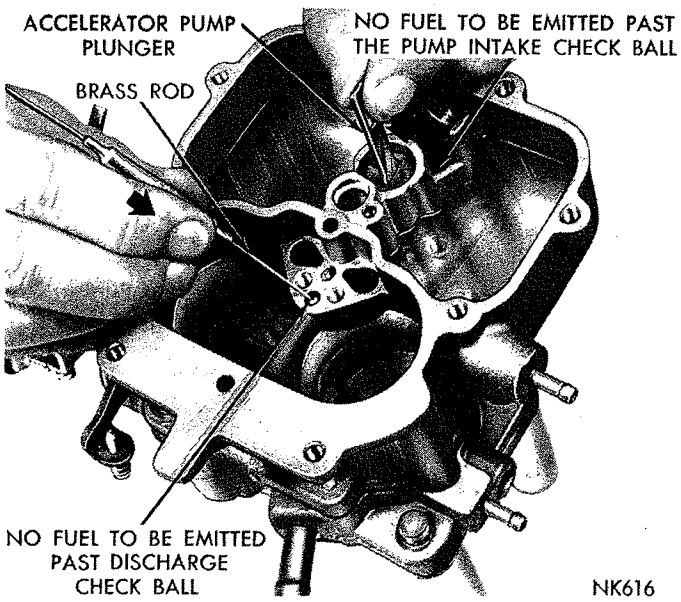

***Fig. 6—Testing the Accelerator Pump Intake and Discharge Check Balls***
(1) Invert main body and place a new gasket in position and place throttle body on the main body and align. Install screws and tighten securely.
(2) Install accelerator pump discharge check ball in discharge passage and check accelerator pump system; fuel inlet and discharge check balls as follows:
(3) Pour clean gasoline into carburetor bowl, approximately ½ inch deep. Remove pump plunger from jar of gasoline, flex leather several times, then slide down into the pump cylinder. Raise plunger and press lightly on plunger shaft to expel all air from the pump passage.
(4) Using a small clean brass rod, hold discharge check ball down firmly on its seat. Again raise plunger and press downward. No fuel should be emitted from either the intake or discharge passage, as shown in (Fig. 6).